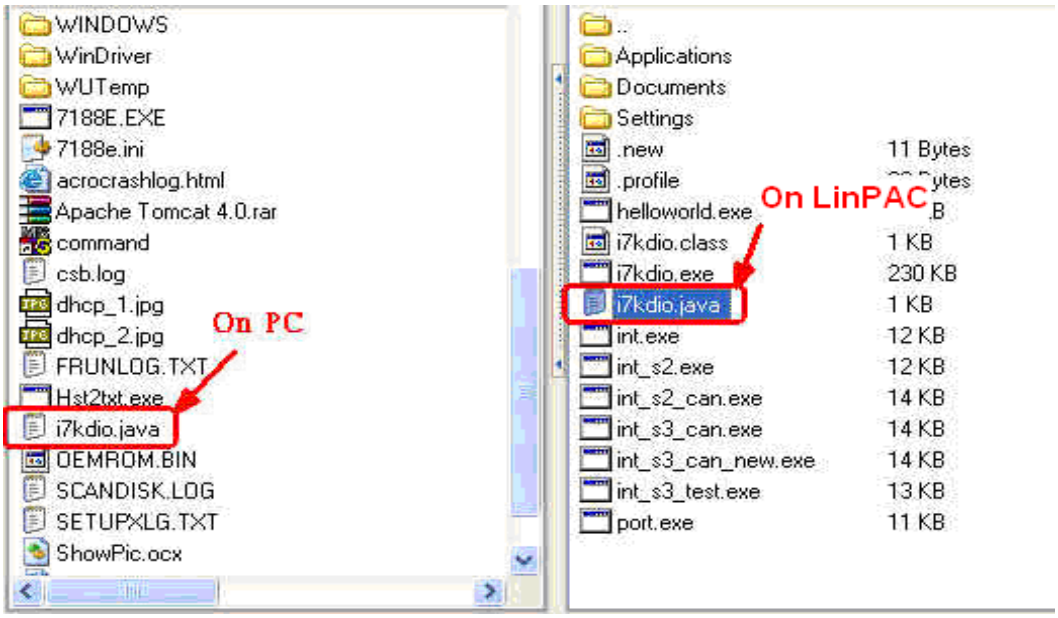

Fig.2-2
(2) Click the **"Connect"** button to connect to the ftp server on the LinPAC-8000. Then upload the file – **i7kdio.java** to the LinPAC-8000. (refer to Fig.2-2).